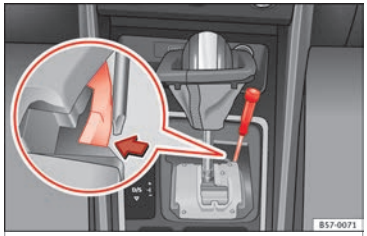

Fig. 60 Palanca selectora: desbloqueo de emergencia en la posición de aparcamiento.
- Con ayuda de un destornillador, presione lateralmente la pestaña amarilla de desbloqueo y manténgala presionada ››› **fig. 60** .